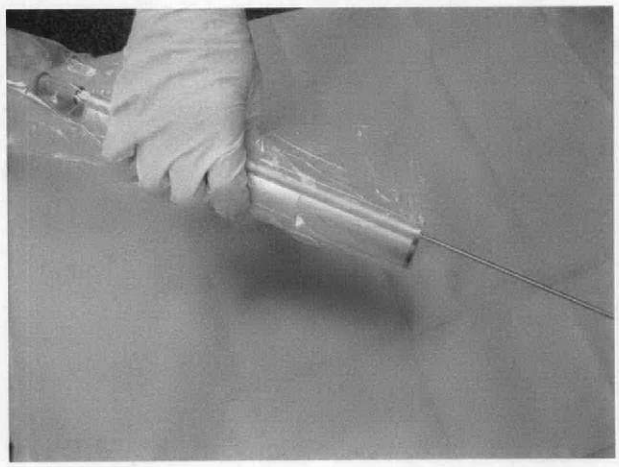

Figure 9 Draped Handpiece
4. The non-sterile person will continue to pull the drape to cover the cabling connnected to the handpiece and tubing connected to the morcellator – Figure 9.